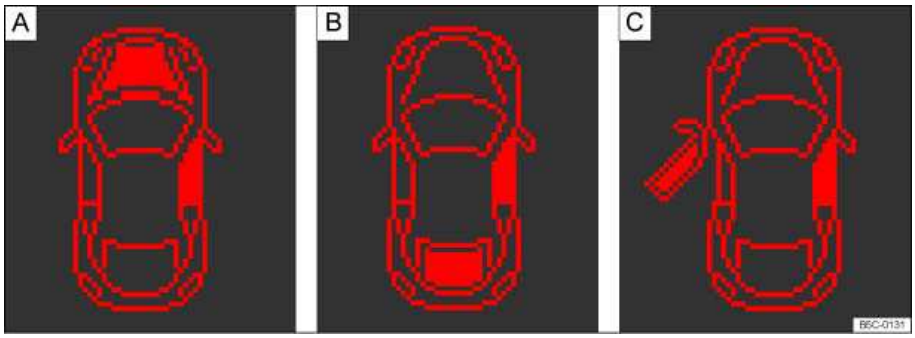

Fig. 14 In the instrument cluster display (examples): A: Open engine hood, B: Open luggage compartment lid, C: Open driver door.
- Open door, engine hood, or luggage compartment lid ⇒ fig. 14